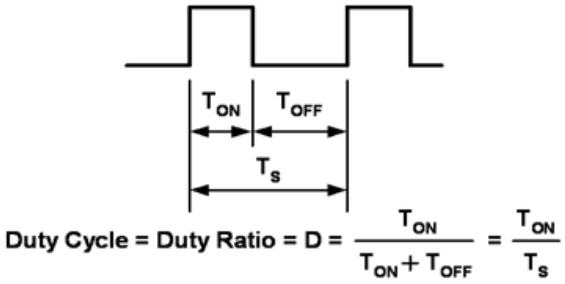

**Figure 12.**
The method of pulsing the current through the LEDs is known as Pulse Width Modulation (PWM) and has become the preferred method of changing the light level. LEDs being a silicon device, turn on and off rapidly in response to the current through them being turned on and off. The switching time is in the order of 100 nanoseconds, this equates to a maximum frequency of 10 MHz, and applications will typically operate from a 100 Hz to 100 kHz. Below 100 Hz the human eye will detect a flicker from the light emitted from the LEDs. Between 500 Hz and 20 kHz the circuit may generate audible sound. Dimming is achieved by turning the LEDs on and off for a portion of a single cycle. This on/off cycle is called the Duty cycle (D) and is expressed by the amount of time the LEDs are on (Ton) divided by the total time of an on/off cycle (Ts) (Figure 12).